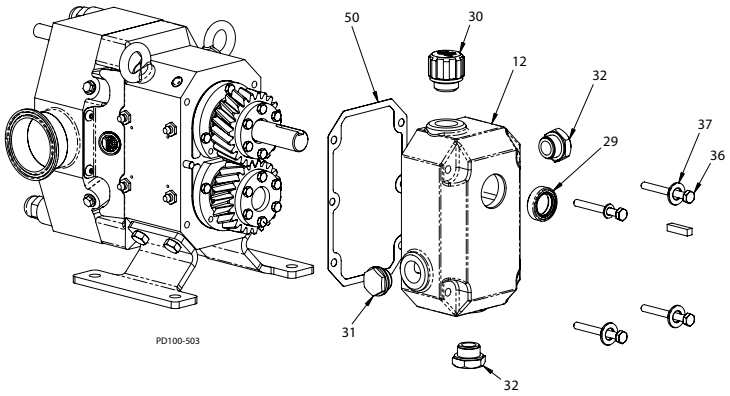

Figura 65 - Installazione del coperchio degli ingranaggi
1. Premere la tenuta dell'albero di ingresso (Figura 65, articolo 29) nel foro del coperchio degli ingranaggi (articolo 12).